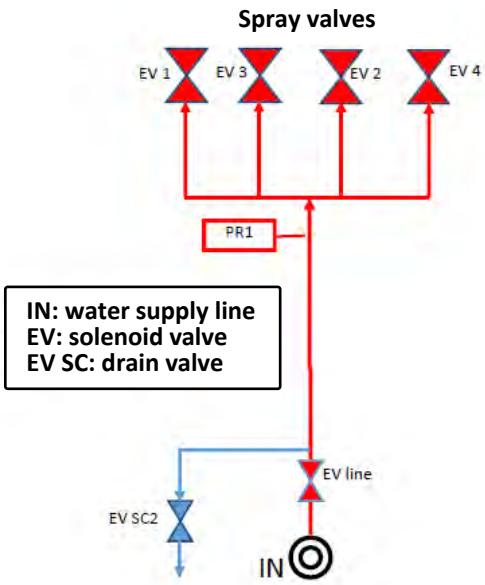

Figure 4: Diagram of EVOLUTION SPRAY SYSTEM operation
A)_ EVOLUTION SPRAY SYSTEM (Figure 4), which has only one system to spray treated water onto the heat exchangers. This configuration is recommended when the exchanger operates almost always in DRY conditions, with the SPRAY system covering only peaks of temperature up to a maximum of 300 hours of operation per year.